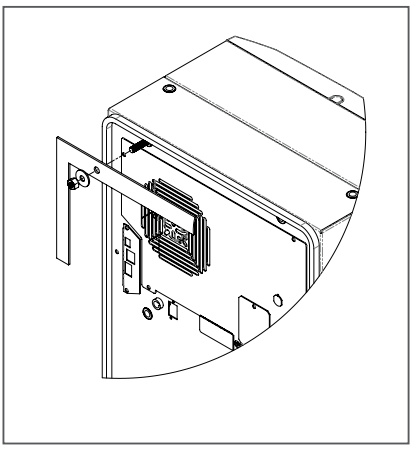

Figure 4
3. Vissez les vis pointeau fournies dans les écrous borgnes situés à l'arrière de l'unité (voir la Figure 4).
6. Une fois l'unité en position verticale, patientez au moins cinq (5) minutes avant de la mettre en service.